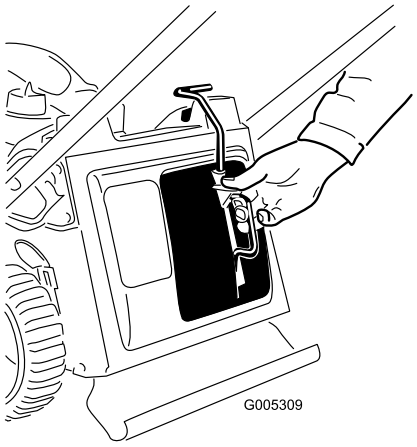
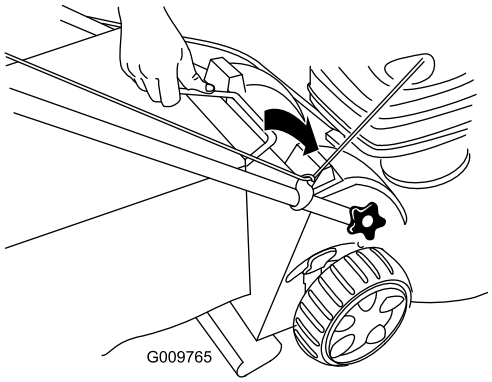

Figur 15
Figur 16
1. Montera mullningspluggen (Figur 15) eller gräsuppsamlaren (Figur 16) på klipparen.